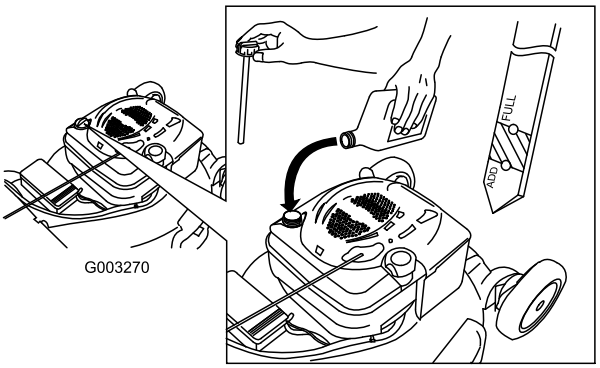

Figura 6
1. Togliete l'asta di livello (Figura 6).
2. Versate **lentamente** l'olio nel tubo di riempimento finché non raggiunge il segno di pieno sull'asta (Figura 6). **Non riempite troppo.** (Riempimento massimo: 0,59 litri, tipo: olio detergente SAE 30 con service classification API SF, SG, SH, SJ, SL o superiore.)